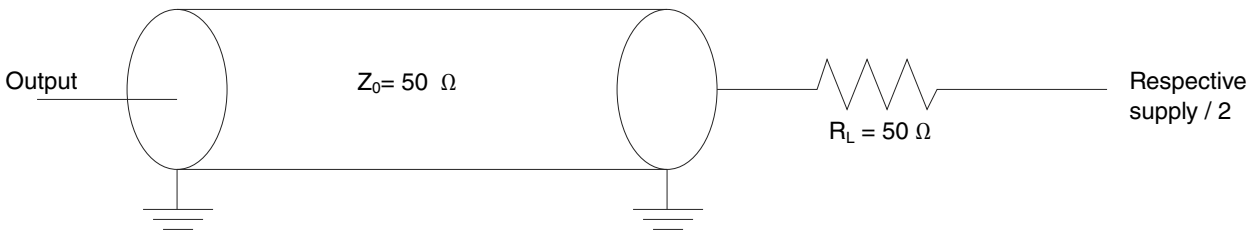
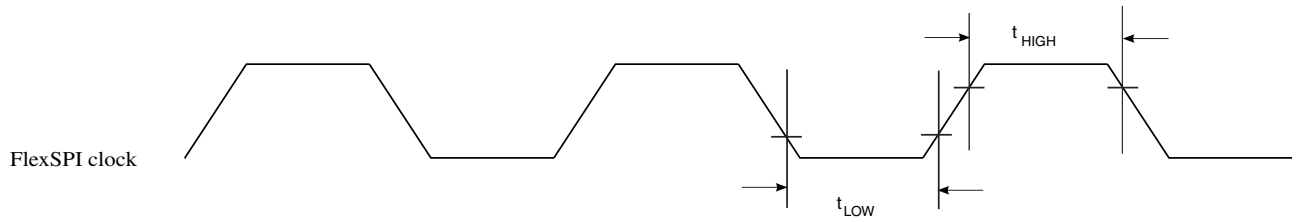
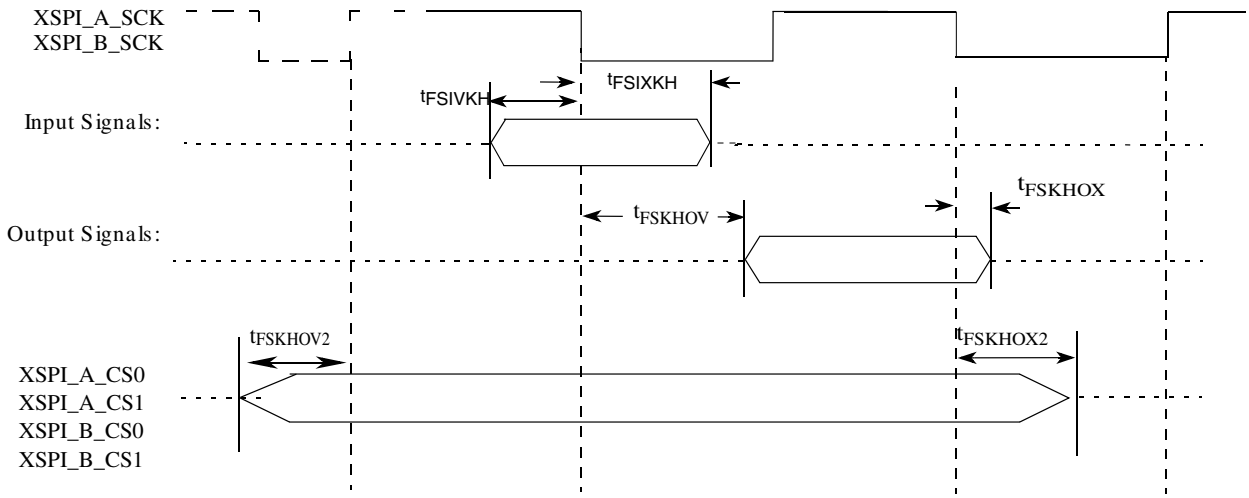
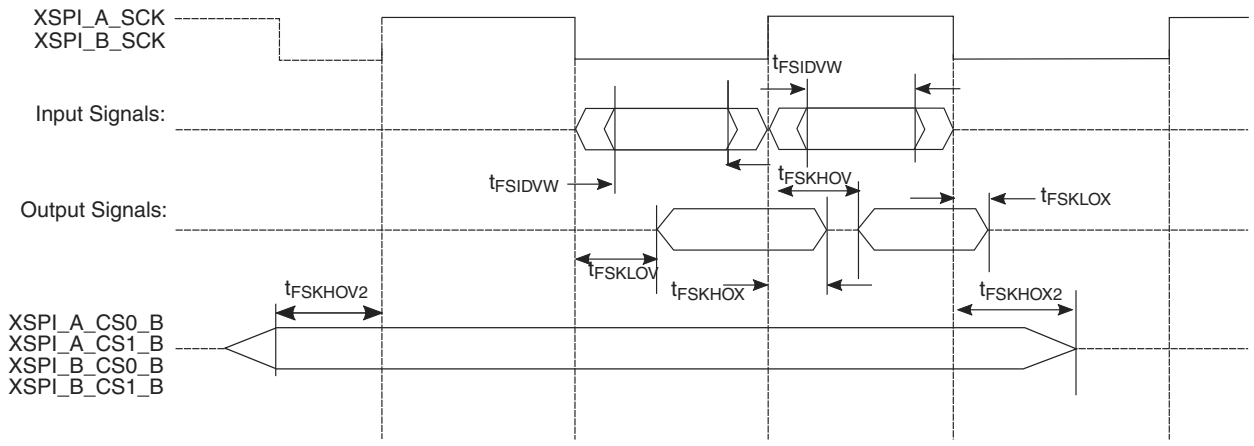

Figure 29. AC test load for FlexSPI
Figure 30. FlexSPI clock input timing diagram
Figure 31. FlexSPI SDR mode AC timing diagram
Figure 32. FlexSPI DDR mode 1 and 2 AC timing diagram
2. See Figure 29. on page 109.
3. See Figure 30. on page 110.
4. See Figure 31. on page 110.
1. Refer Flash Control Register 1 (FLSHxyCR1) in QorIQ LS1028ARM for more details, where x: A or B, y: 1 or 2. 2. See Figure 29. on page 109. 3. See Figure 30. on page 110. 4. See Figure 31. on page 110.
1. Refer Flash Control Register 1 (FLSHxyCR1) in QorIQ LS1028ARM for more details, where x: A or B, y: 1 or 2. 2. For DDR, Unit Internval (UI) is half of period. For example, 5 ns for 100 MHz 3. See Figure 29. on page 109. 4. See Figure 30. on page 110. 5. See Figure 32. on page 111.
4. See Figure 32. on page 111.